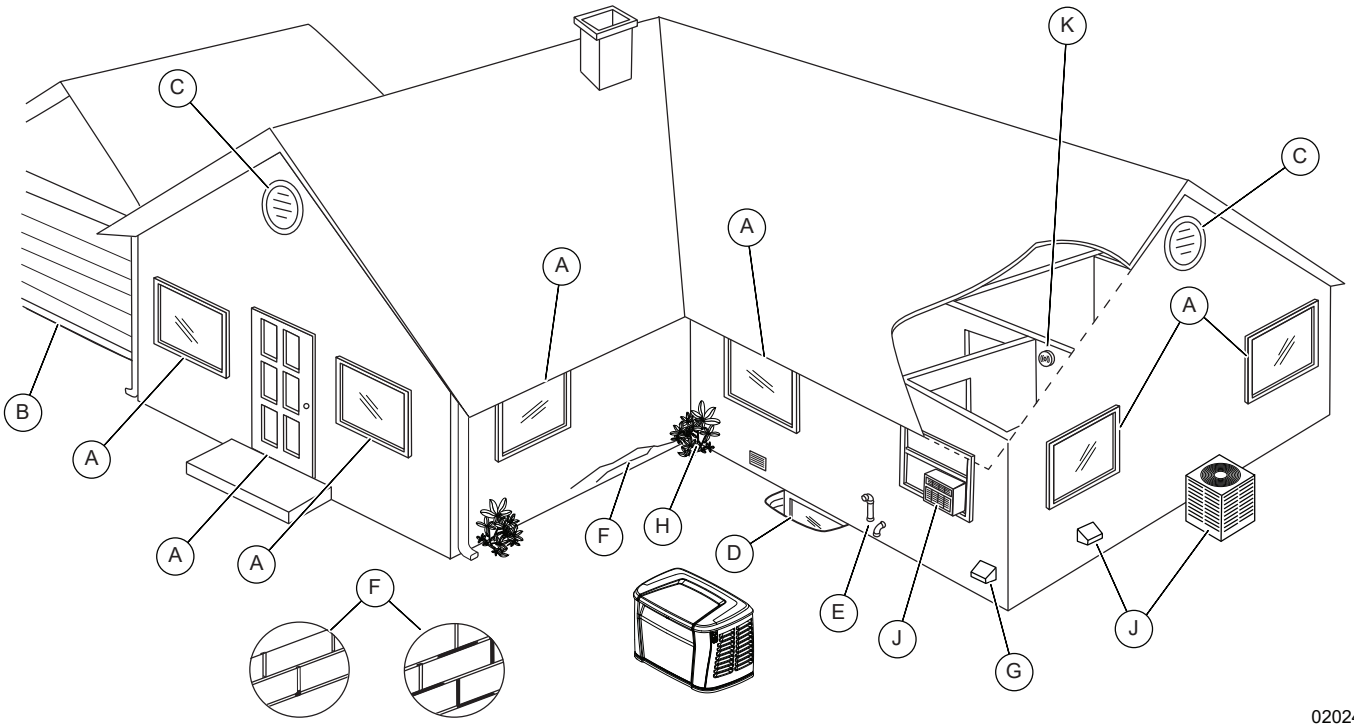

Figure 1. Carbon Monoxide—Potential Entry Points
See ***Figure 1***. CO detectors (K) should be installed and used to monitor for CO and to warn individuals about the presence of CO. The manufacturer recommends CO detectors be installed on each level of the structure adjacent to the generator, and tested in accordance with the CO detector manufacturer’s instructions and warnings. Install CO detectors to adequately warn the building’s occupants of the presence of CO. Contact local authority having jurisdiction (AHJ) for any applicable requirements concerning CO detectors. See NFPA 72, National Fire Alarm and Signaling Code, and Section R315 in the ICC International Residential Code for more information.
See ***Figure 1***. Generator exhaust can enter a structure through large openings, such as windows and doors. However, exhaust and CO can also seep into the structure through smaller, less obvious openings.
See ***Figure 1***. Verify structure itself is correctly caulked and sealed to prevent air from leaking in or out. Voids, cracks, or openings around windows, doors, soffits, pipes, and vents can allow exhaust gas to be drawn into the structure.